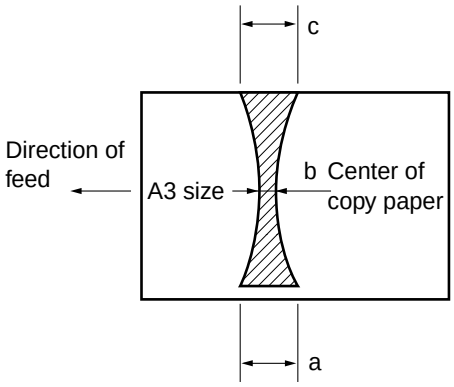

Figure 10-220
5) Measure the width of the toner portion which has a glossy surface, as shown in Figure 10-220.